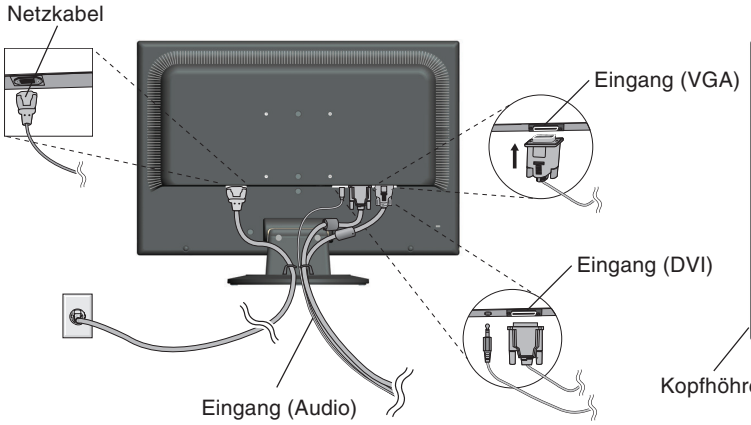
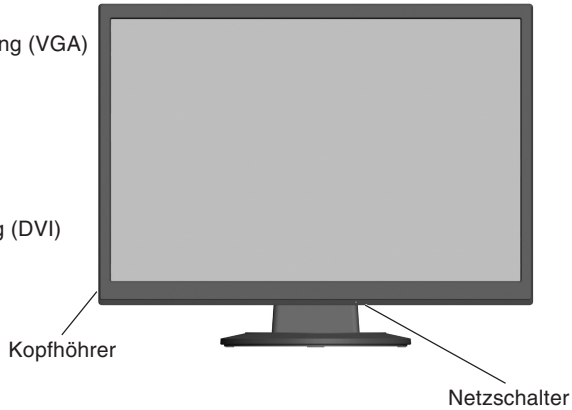

Abbildung B.1
Abbildung C.1
3. Stecken Sie den Mini-D-SUB-Stecker (15 Stifte) des Videosignalkabels und das Audiokabel in die entsprechenden Buchsen auf der Rückseite des Monitors (**Abbildung B.1**). Stecken Sie den Kopfhörer (nicht mitgeliefert) in die entsprechende Buchse auf der linken Seite des Monitors (**Abbildung C.1**).
4. Stecken Sie ein Ende des Netzkabels in den Monitor und das andere Ende in die Steckdose. Führen Sie das Signalkabel und Netzkabel durch den Kabelhalter (**Abbildung B.1**).
5. Schalten Sie den Computer und den Monitor mit dem Netzschalter an der Unterseite (**Abbildung C.1**) ein.